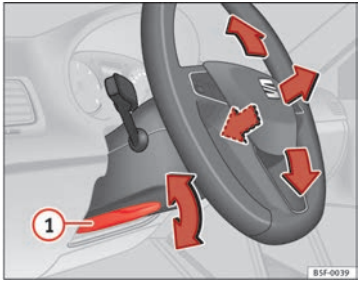

Fig. 117 Lever in the lower left side of the steering column
– Press the lever (1) ⇒ Fig. 117 down ⇒ ⚠